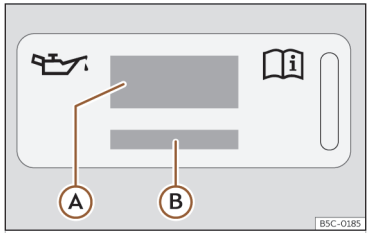
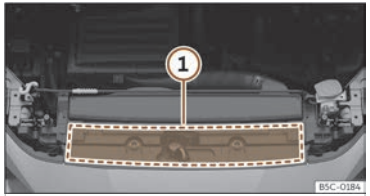

Fig. 242 In the engine compartment: engine oil label
Fig. 243 In the engine compartment: area where the engine oil label is located
Key to ››› **Fig. 242**:
If the engine oil has to be topped up, use one of the oils shown on the label ››› **Fig. 242**. The label with the prescribed standard is located at the front of the engine compartment ››› **Fig. 243** ①. If you use the recommended engine oil, you can top up the oil as often as necessary.
- If the label showing the engine oil specifications is missing >>> Fig. 242, please contact a specialist workshop.